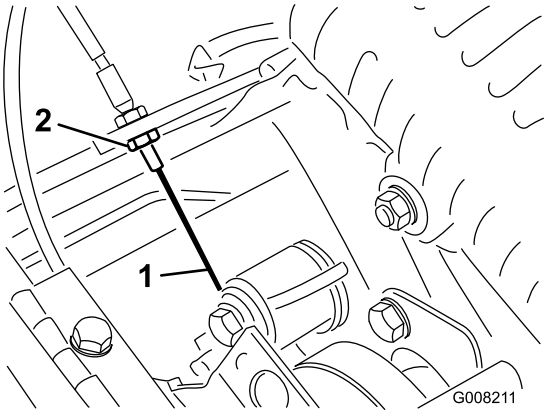

Figur 46
3. Öka kabelspänningen genom att lossa kabelns främre kontramutter och dra dess bakre kontramutter (Figur 46) tills det krävs en kraft på 3 till 4 kg för att koppla in hjuldrivningen. Mät kraften vid reglageknoppen.